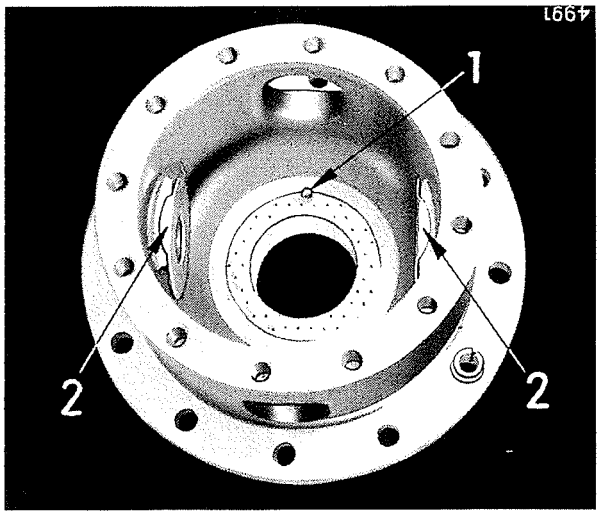

Bild 334
Die neuen Anlaufscheiben der Ausgleichräder mit Hammer und Meißel gegen die angefräste Abflachung im Gehäuse biegen (2), Bild 334.